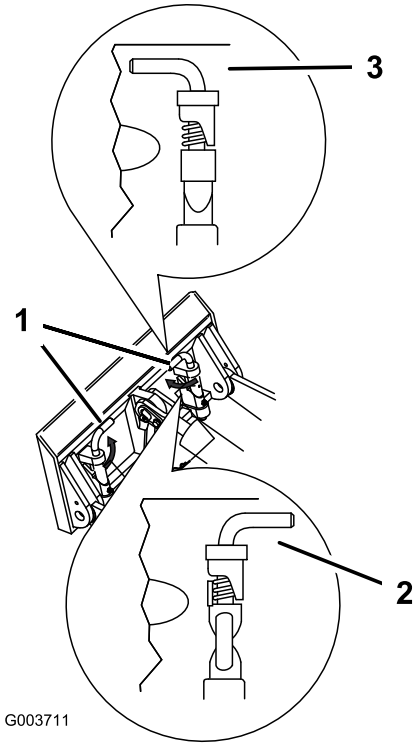

**Figuur 21**
7. Zet de snelkoppelingspennen vast en zorg ervoor dat deze volledig in de bevestigingsplaten zitten (Figuur 21).